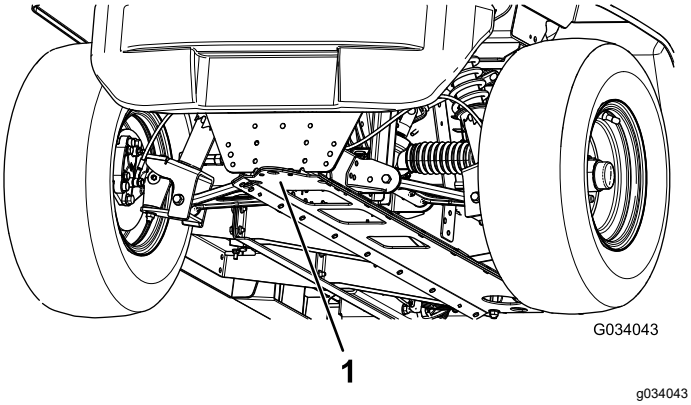

Figur 23
- Løftepunktet foran på maskinen findes forrest på stellet bag anhængertrækstangen (Figur 23).